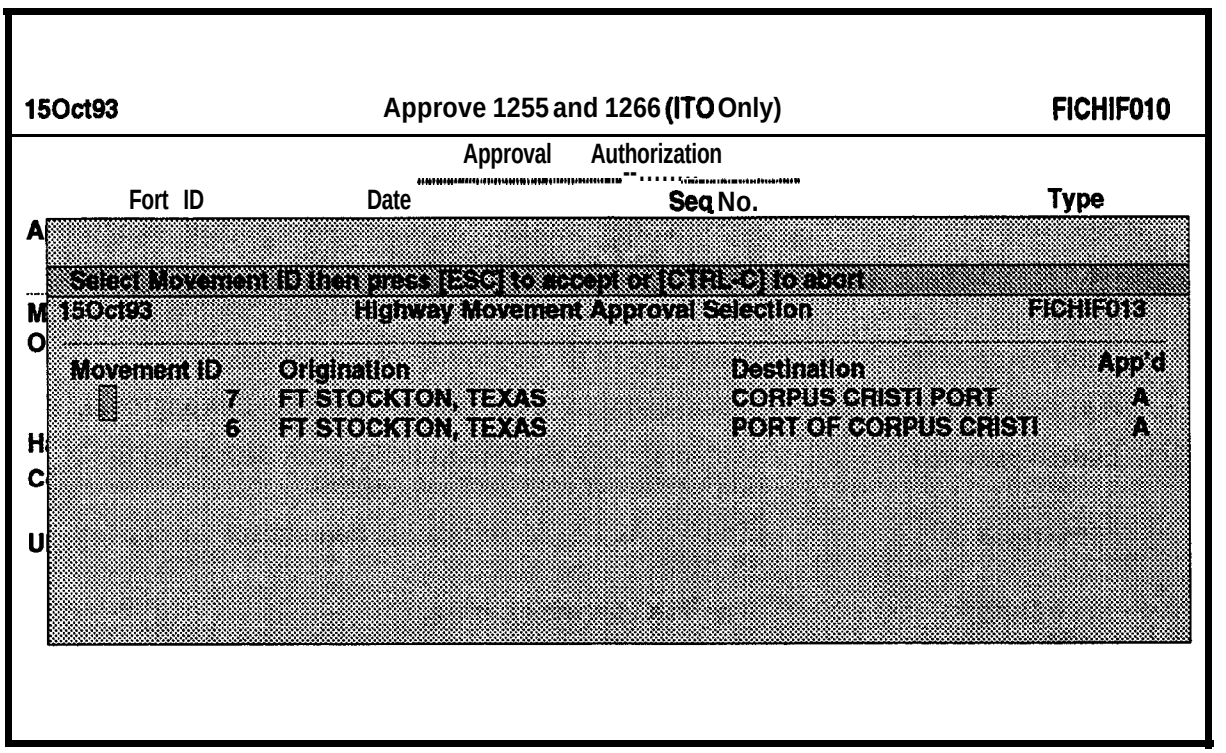

Figure 7-68. Highway Movement Approval Selection Window ' With List of RCCs and SHPs That Could Be Canceled
a. At the Approval Processing menu select Cancel 1265 and 1266 **(ITO ONLY). You** will see the Approve 1265 and 1266 (IT0 Only) screen with the Highway Movement Approval Selection window, as shown in Figure 7-68. You will note that there is now **an A in the App'd** column of the Highway Movement Approval Selection screen. However, because you chose the Cancel option from the Approval Processing menu, you can only cancel RCCs or SHPs from this screen. The approved RCCs and SHPs will be displayed in the Highway Movement Approval Selection window. The cursor will be to the left of the first RCC or SHP that is listed.